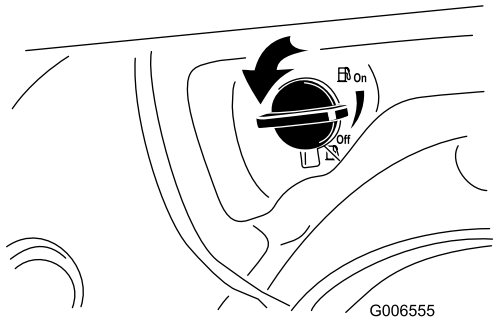

Rysunek 25
2. Przekręć zawór odcinający paliwo o 1/4 obrotu w lewo, aby go otworzyć (Rysunek 25).